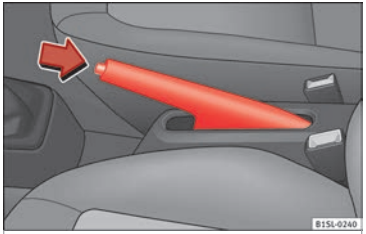

Fig. 80 Between the front seats: handbrake.
- Pull gently in an upwards direction on the handbrake lever and press the lock button ››› Fig. 80 (arrow).